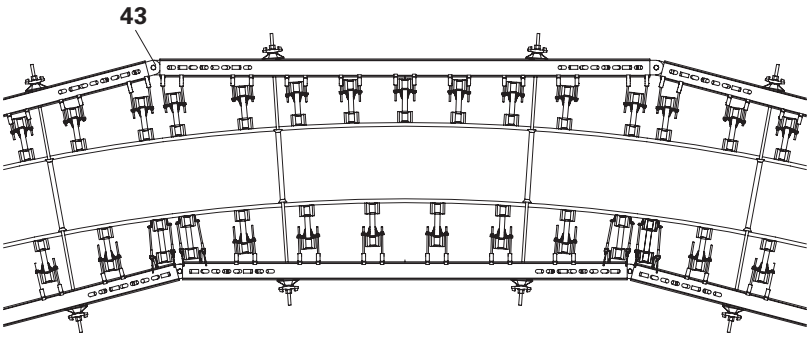

Rys. C2.03
- poligonalne odcinki ścian okrągłych. (Rys. C2.03)